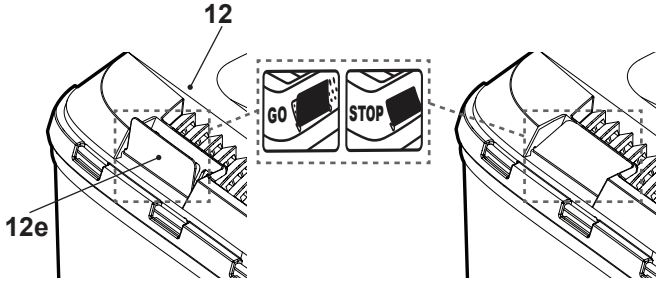

Fig.10
> Si la pestaña (12e) está abierta (durante el funcionamiento), el captador de hierba (12) tiene el suficiente volumen para colectar hierba (Fig. 10).